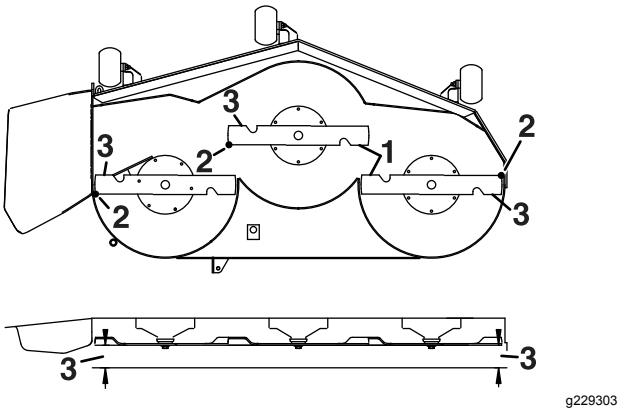

Figur 71
5. Mät mellan de yttre knivseggarna och den plana ytan (Figur 71).